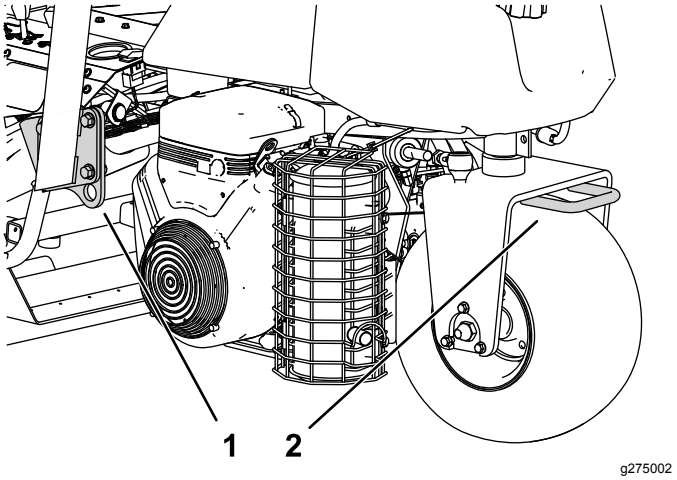

Figur 28
- Bind fast maskinen så att den sitter säkert med spännband, kedjor, vajrar eller rep. Både den främre och den bakre spännremmen ska riktas nedåt och ut från maskinen (Figur 28).